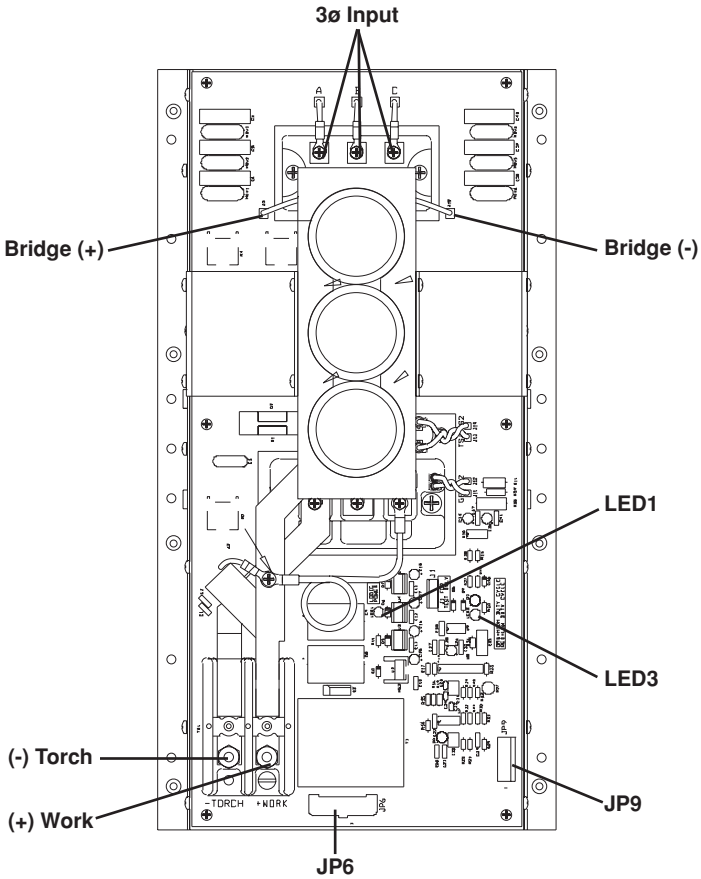

Figure 6-3 Chopper Module – Front View
3. Place the positive lead of the DVM to the **+** side of the bridge and the negative lead to the **–** side of the bridge. See Figure 6-3. Note that actual connection points are hidden by cap support bracket in Figure 6-3.
- Place the positive lead of the DVM at point (+) WORK on the chopper module (wire #48A) and negative lead at point (-) TORCH (wire #39A). See Figure 6-3.